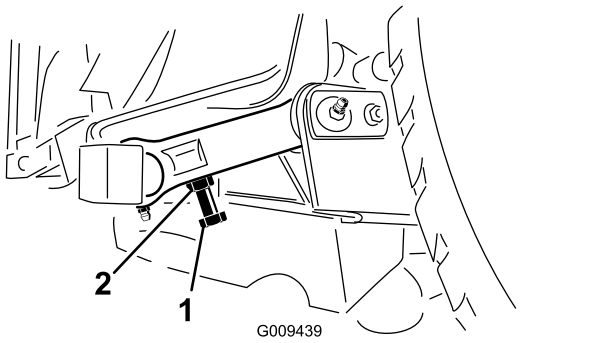

Figur 29
3. Juster afstanden ved hjælp af justeringsbolten på klippeenhedens bageste drejeled (Figur 29). Løsn kontramøtrikken på justeringsbolten. Løsn eller spænd justeringsboltene, til der opnås et mellemrum på 10–16 mm, og spænd derefter kontramøtrikken.